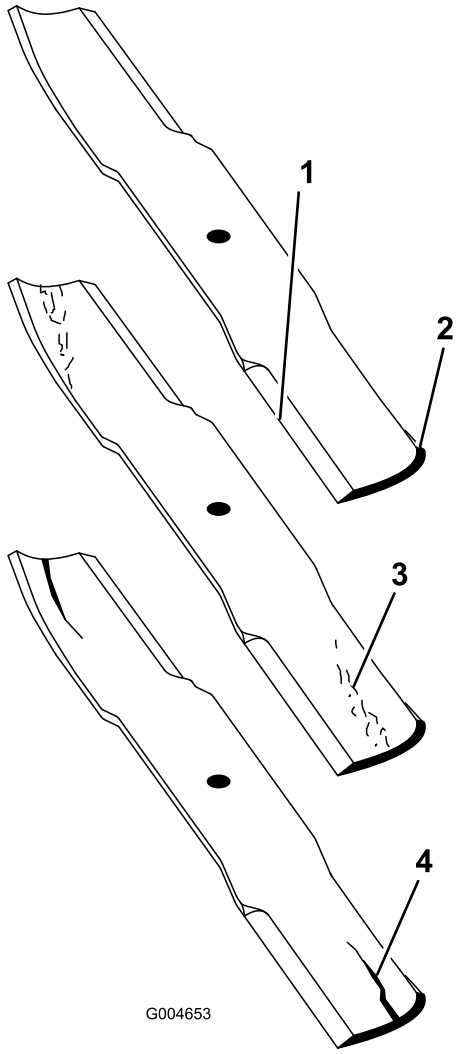

Figur 65
1. Undersøk kniveggene (Figur 65). Hvis kniven er sløv eller hvis det er hakk i den, må den tas av og knivene slipes. Se Slipe knivene.
2. Undersøk knivbladene, spesielt knivvingeområdet (Figur 65). Hvis du finner skader, slitasje eller ser at det begynner å dannes spor i denne delen av kniven (Figur 65), må den skiftes ut øyeblikkelig.